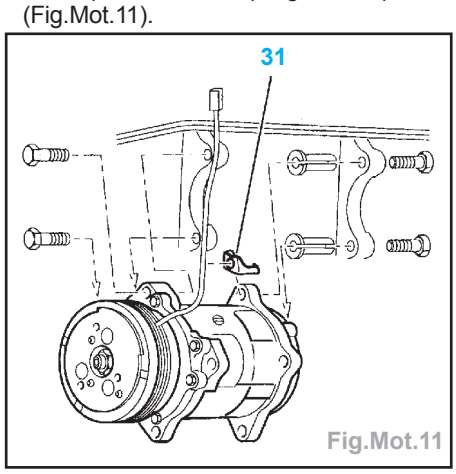

Fig.Mot.11
- Positionner l'entretoise (30) sur l'axe de boîte de vitesses puis l'enduire de graisse **PCAS SPAGRAH**.
- Reposer le compresseur de climatisation en respectant les empilages des pièces (Fig.Mot.11).